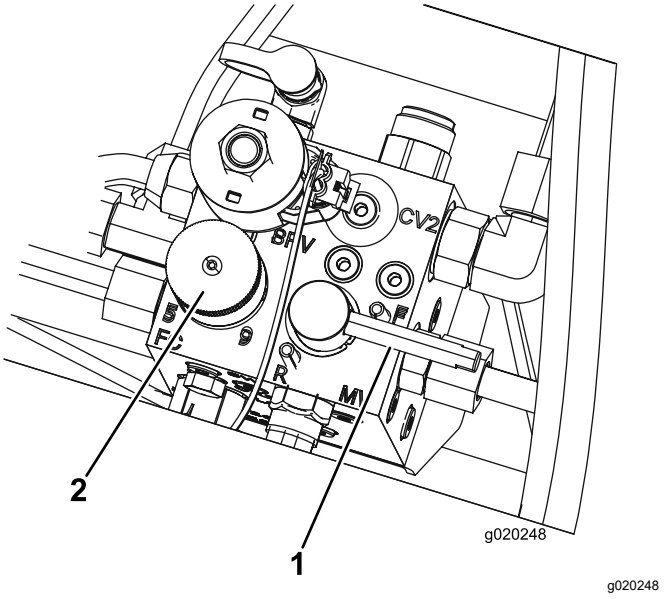

**Figuur 83**
5. Zet de toerentalregeling van de messenkooien op stand 1 (Figuur 83).
6. Zet de wethendel in de achteruitstand (R) (Figuur 83).
***Belangrijk:*** **Als de wetschakelaar na het wetten niet in de maaistand (F) wordt gezet, zullen de maaidekken niet omhoog komen of naar behoren werken.**